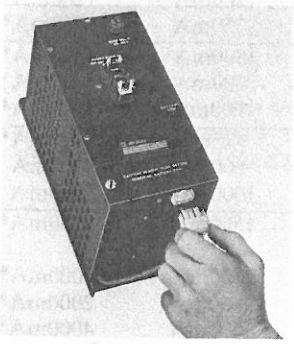

Figure 11
2. Disconnect the Battery Pack Power Cable from the Battery Pack. See Figure 11. (This step does not apply to PS-30 and PS-60 Power Supplies.)